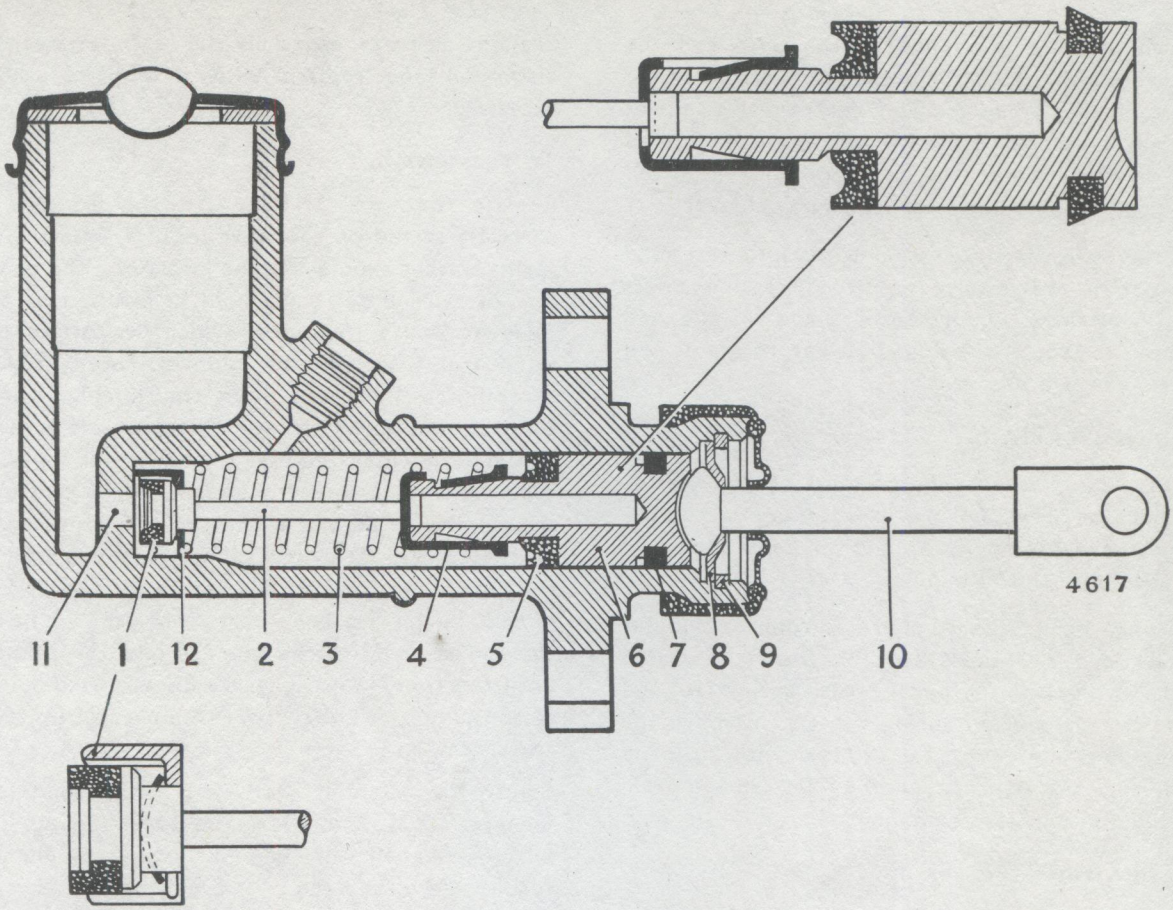

Fig. 5. *Master cylinder, sectional view*
Description (Fig. 5.)
On the return of the plunger to its fully retracted position the centre valve is positively retained off its seating by the action of items 2, 3 and 4, Fig. 5, and free movement of the fluid between reservoir and pipeline is assured.
To dismantle (Fig. 5)